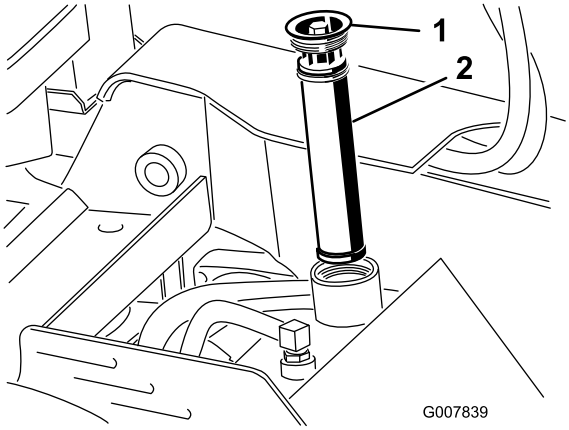

**Rysunek 18**
5. Oczyść obszar wokół szyjki wlewu zbiornika hydraulicznego, usuń korek i filtr z szyjki wlewu, korzystając z klucza nasadowego (Rysunek 18).